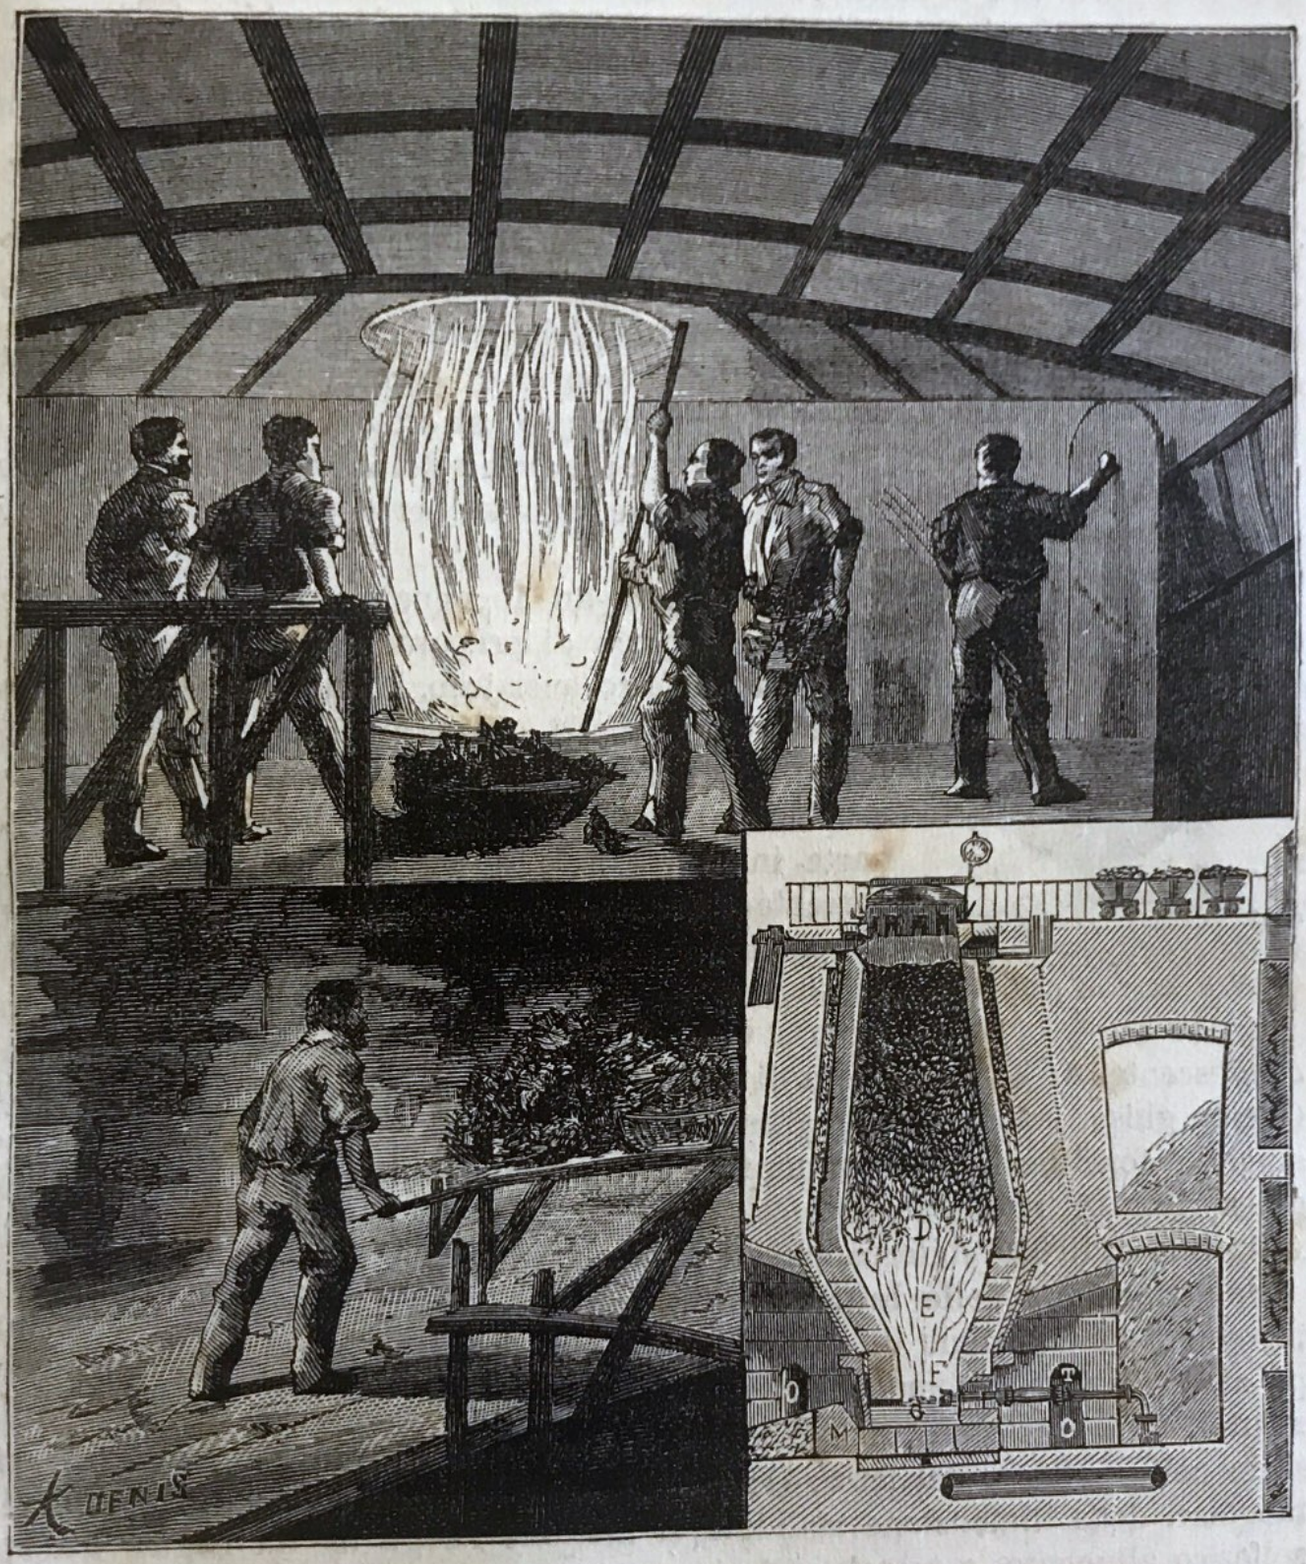

Fig. 165. — Un alto forno.
2.° *Metodo degli alti forni.* Si chiamano con questo nome dei forni di dimensioni considerevoli (fig. 165 a pag. 401), rappresentanti due tronchi di cono riuniti per le loro basi. Il cono superiore *BC*, chiamato *tino*, è di mattoni refrattarii; il cono inferiore *DE*, detto *scansia (étalage)*, è formato con pietre silicee infusibili. Lo spazio cilindrico *CD*, che separa questi due tronchi di cono, porta il nome di *ventre*. Al disotto delle scansie si trova una specie di cilindro *EF*, in pietre refrattarie, chiamato l'*opera;* infine, proprio abbasso, avvi un bacino *C*, chiamato *crogiuolo*, che serve a ricevere il metallo fuso. Sopra tre dei lati del crogiuolo, ed un po' al di sopra, tre aperture ricevono i boccolari *T* di una poderosa macchina soffiante. La parte alta del forno *B* è distinta col nome di *bocca superiore*, ed è sormontata da un camino *A*, nel quale sono praticate delle porte per permettere il caricamento. È dalla bocca superiore che si projetta alternativamente il minerale ed il carbone nell'interno del forno; ma è da notarsi che a quegli elementi si associa sempre un terzo corpo, detto *fondente*, che ha per oggetto di formare, colla ganga terrosa che accompagna l'ossido di ferro, dei silicati fusibili, affinchè le particelle metalliche, ridotte dal carbone, possano finalmente riunirsi. Questo fondente è argilla o carbonato di calce.